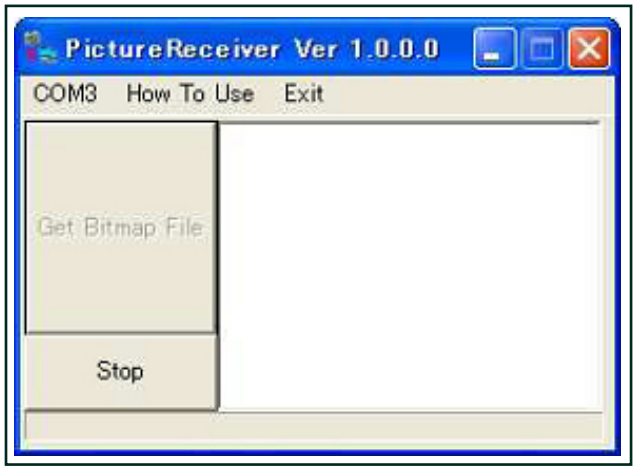

Figure B-5, Picture Receiving
7. When finished taking images, click the “Stop” button in the dialog box. To close PictureReceiver, click on “Exit” and then “ExitProgram.” Refer to Figure B-5.